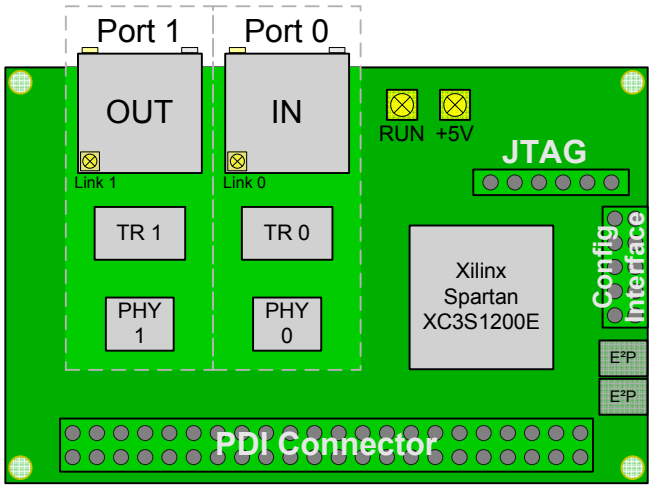

Figure 1: Overview of the FB1130
1.2	• Figures 1, 5 and 6 updated